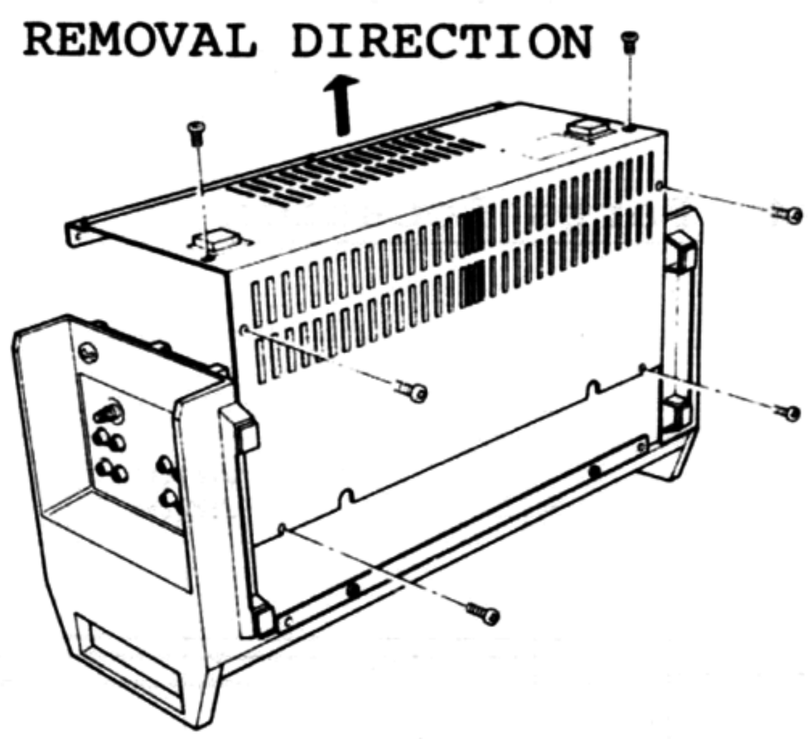

Fig.2
2) Remove 2 screws from the rear and four screws from the bottom as shown in Fig.2. [Screws: M4 x 14, six pieces]